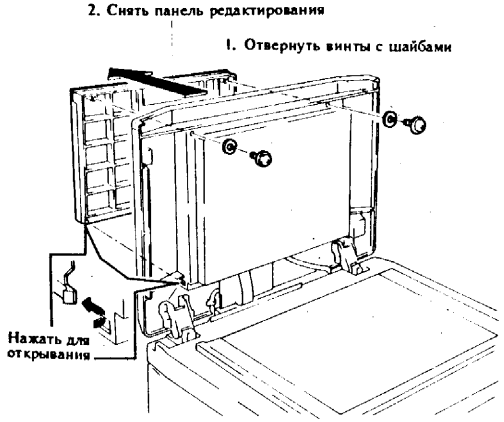

Рис.7. Снятие панели редактирования
7. Снять панель редактирования (рис.7)